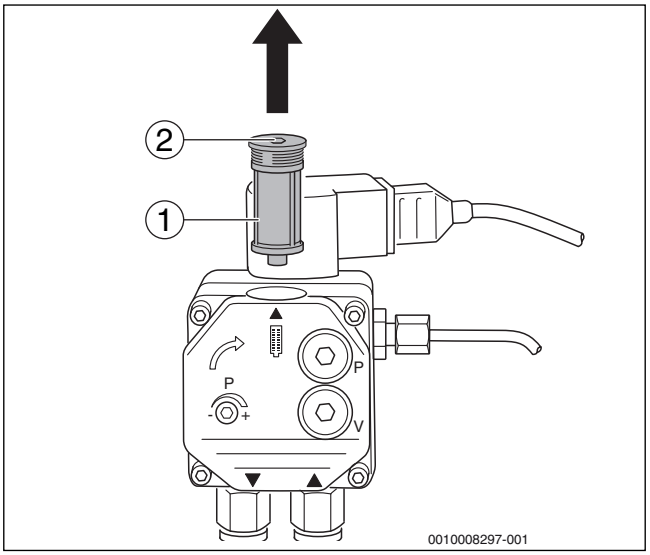

Fig. 27 Vérifier l'état du filtre de la pompe à fioul – Pompe à fioul Danfoss
- Desserrer la vis hexagonale sur la partie supérieure (→fig. 27, [2]).
- Retirer le filtre de la pompe à fioul (→fig. 27, [2]) par le haut.
- Nettoyer le filtre de la pompe à fioul (→fig. 27, [1]) avec de l'essence et le remplacer si nécessaire, puis le remettre en place sur la pompe à fioul.